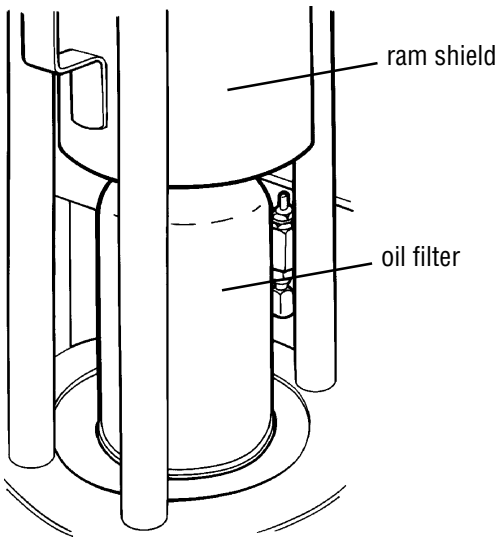

Figure 4
3. Lift the ram shield, and center the oil filter over the drain hole in the counterbore. The filter's open end (the sealing area containing the o-ring) must be facing down toward the drain hole as shown in Figure 4. When the oil filter is crushed, the oil will be forced into the hole.